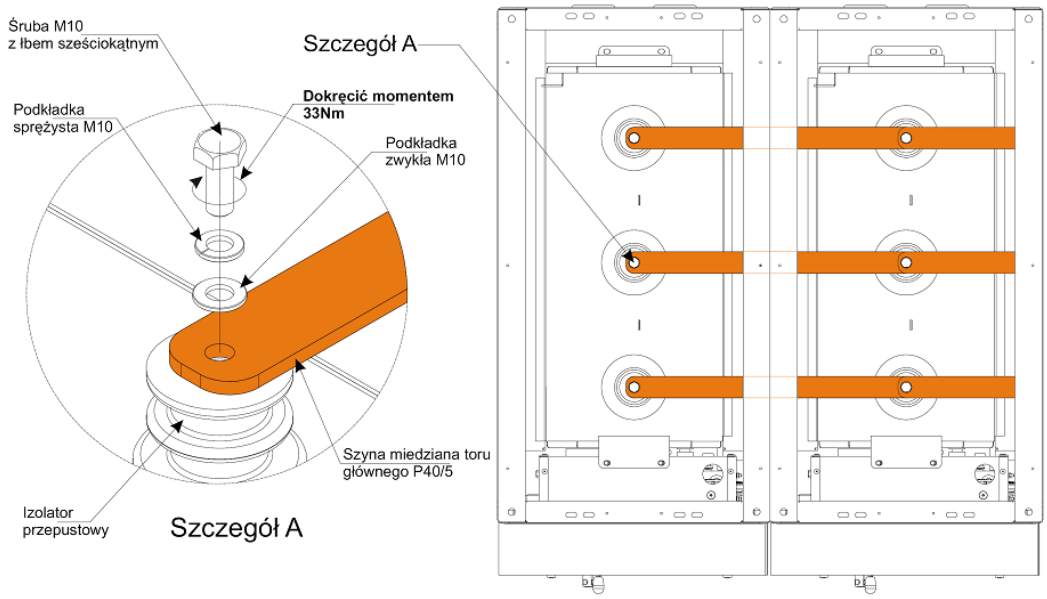

Rys. 17 Połączenie szyn zbiorczych.
- Zamontować szyny zbiorcze rozdzielnicy dostarczone przez producenta wg Rys. 17. Wcześniej, aby uzyskać dostęp do przedziału szyn zbiorczych należy zdemontować osłony i maskownice w przedziale szyn zbiorczych. Połączenie szyn zbiorczych do izolatorów przepustowych rozłącznika dokręcić kluczem dynamometrycznym z nasadką 17mm, momentem 33Nm. Po zakończonym montażu szyn zbiorczych należy zamontować osłony i maskownice zdemontowane na czas podłączania szyn zbiorczych;